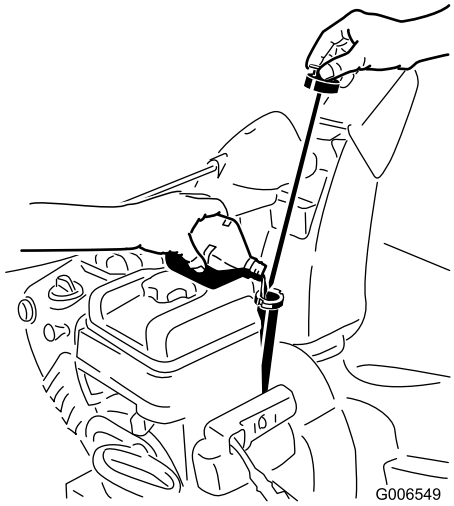

Figur 12
1. Fjern peilestaven, og hell olje **sakte** inn i oljepåfyllingsrøret for å heve oljenivået til Full-merket på peilestaven. **Ikke fyll på for mye** (Figur 12).